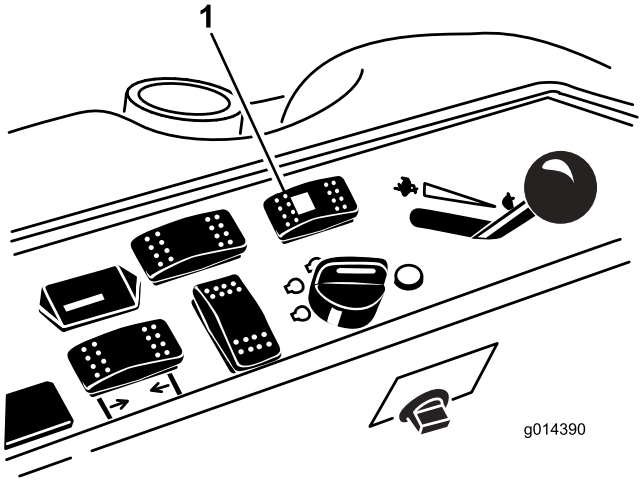

Figur 40
1. Tryk styringsvælgerknappen bagud til den bageste position (firehjulsstyring) (Figur 40).